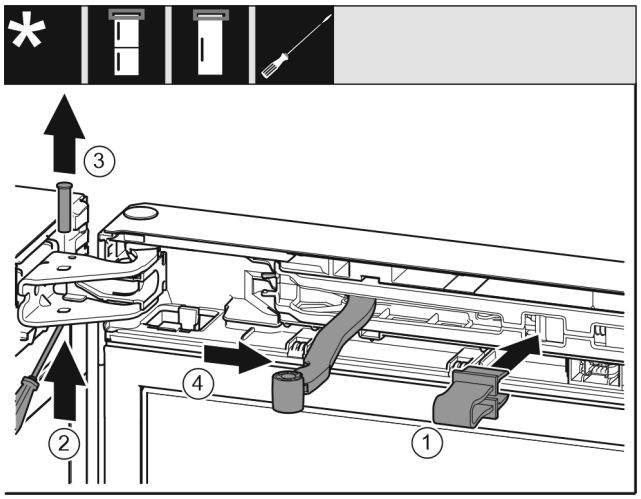

Fig. 11
▶ Latch safeguard *Fig. 11 (1)* into opening.
▶ Slide out the bolt *Fig. 11 (2)*.
▶ Remove the bolt *Fig. 11 (3)* upwards.
▶ Turn the joint *Fig. 11 (4)* towards the door.